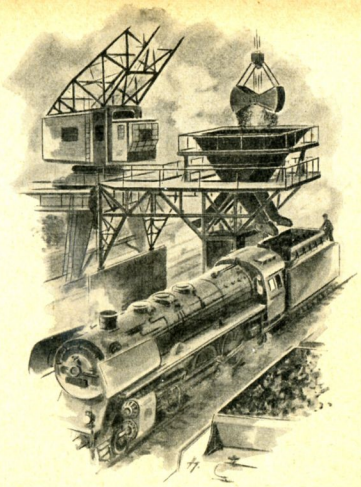

Fig. 50 Locomotive au chargeur à charbon
1. Chargement en combustible (charbon ou fuel) (Fig. 50)